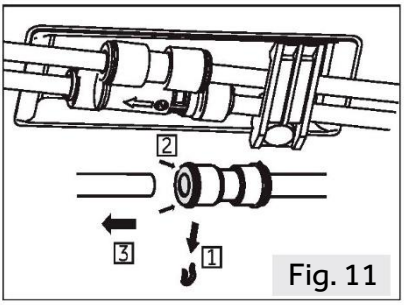

Fig. 11
1. Libérez le côté gauche des deux raccordements d'eau situés dans le coin avant gauche au bas de l'appareil : appuyez et maintenez le collier comme indiqué et retirez le tuyau d'eau (Fig. 11).